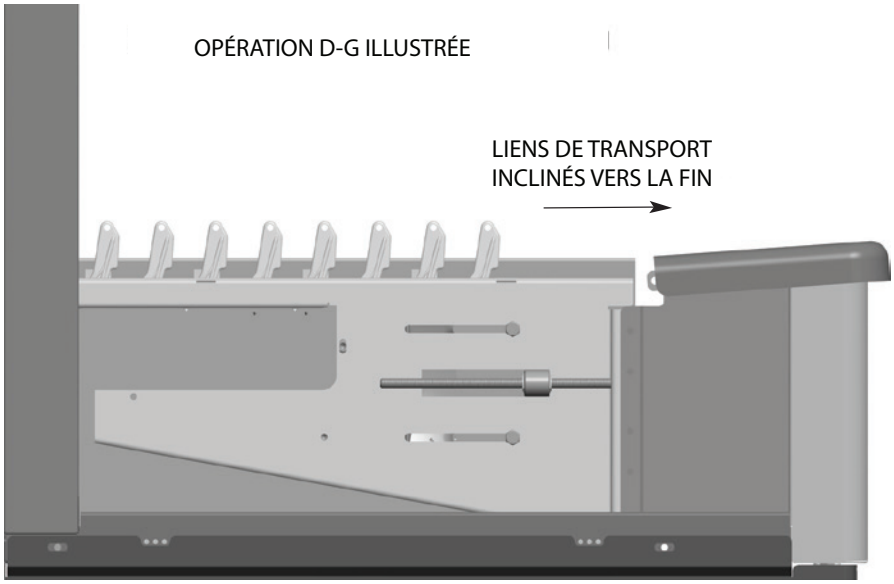

Fig. 37
- Positionnez la première section de la bande transporteuse en ligne avec la machine, à l'extrémité de chargement. Les maillons à raclette doivent être inclinés en direction de l'extrémité de chargement de la machine (Fig. 37).